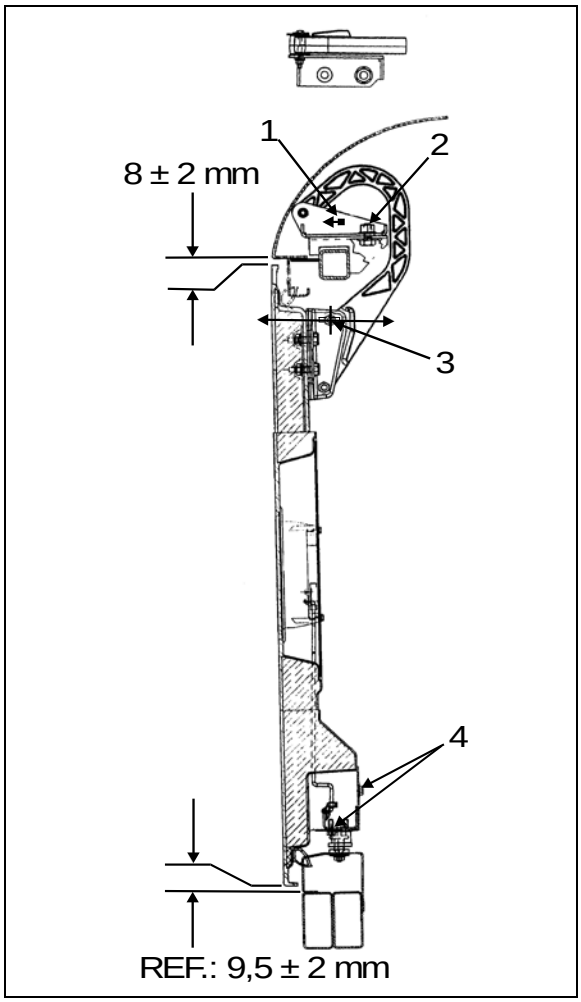

FIGURE 80: DOOR HINGE 18194
2. Loosen nut (2, Figure 80).
3. Move part (1, Figure 80), as close as possible to exterior of coach, so as to have enough clearance for proper door opening.
4. Tighten nut (2, Figure 80).
5. Loosen nut (3, Figure 80). Hinge allows the door to be shifted "IN or OUT".
6. Adjust door panel to have the same gap space as neighboring panels or refer to Figure 60for specified gap space. Only if necessary, use the adjustment allowed by moving part 1, Figure 80.